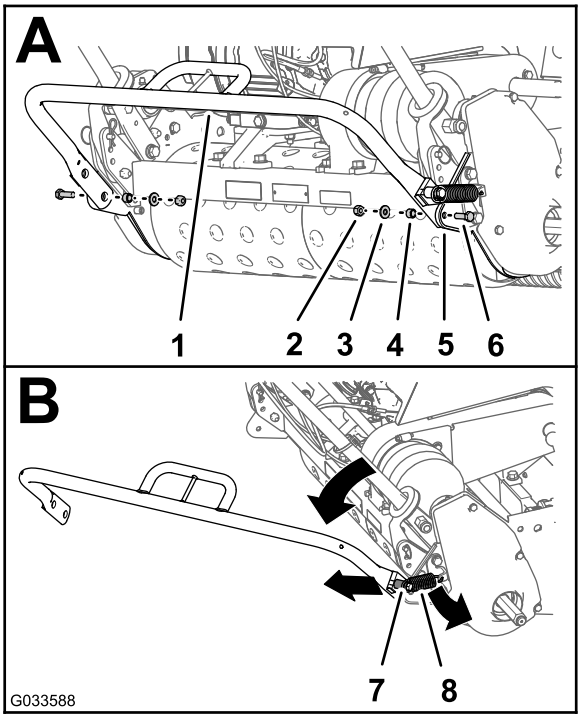

Rysunek 2
1. Unieś podpórkę, a następnie zdemontuj nakrętkę zabezpieczającą, podkładkę płaską i dystansową oraz śrubę (5/16 x 1 cal) mocujące podpórkę z każdej strony (A na Rysunek 2).
2. Zdejmij sprężynę z zaczepu sprężyny (1 cal) na podpórce (B na Rysunek 2).